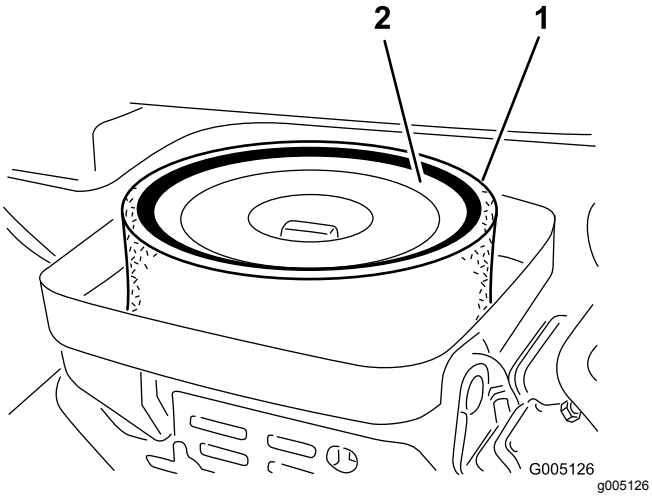

Figur 27
3. Ta bort vingmuttern som fäster delarna vid luftrenarhuset (Figur 27).
4. Ta bort skumgummidelen från pappersinsatsen om den är smutsig (Figur 27). Rengör den ordentligt på följande sätt: